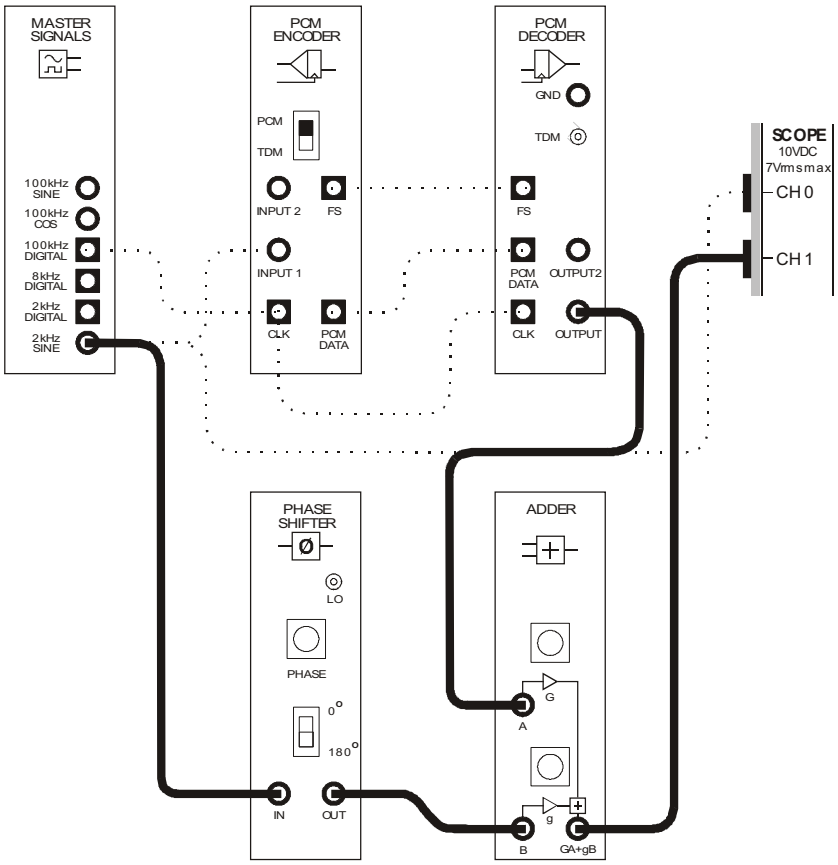

Figure 4
18. Modify the set-up as shown in Figure 4 on the next page.